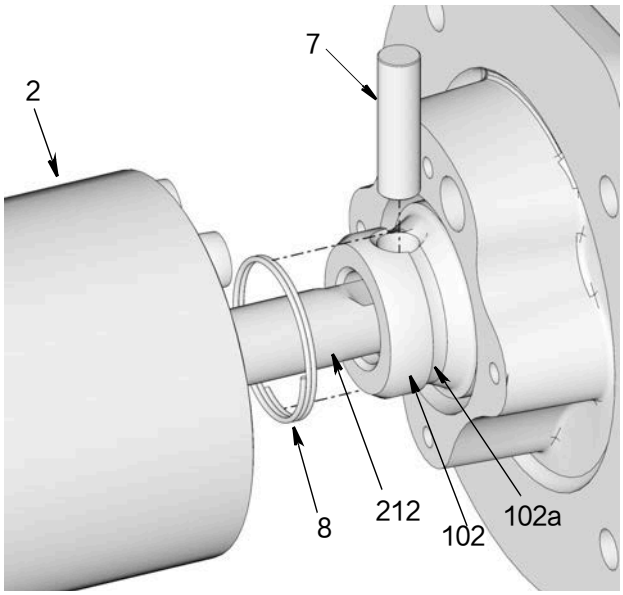

图 26
11. 将弹簧 (8) 从连接杆 (102) 的沟槽 (102a) 中滑出，暴露出泵销钉 (7) （ 图 26 ）。推或轻敲将泵销钉 (7) 退出孔。